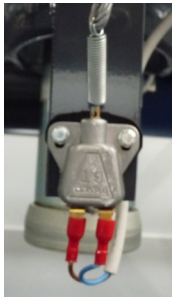
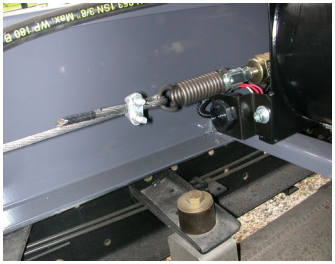

Fig. 11
Fig. 12
- **Dispositivo de final de carrera de la caja:** para limitar la elevación de la caja a la inclinación máxima permitida (fig.11) para versión electro-hidráulica, (fig. 12) para versión con toma de fuerza al cambio.